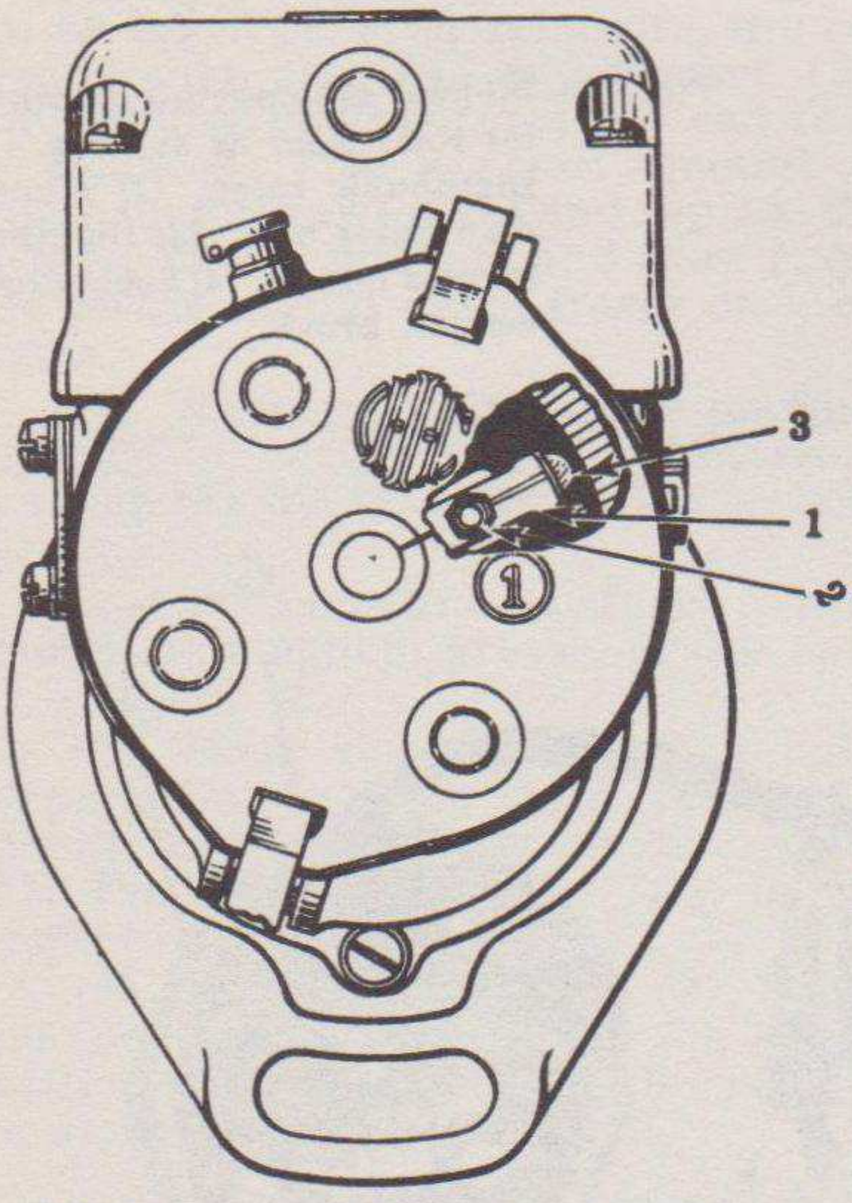

Fig. 15—Loosen nut (2) to adjust distributor rotor arm (1) as close to all four distributor cap inserts (3) as actually possible without actually rubbing.
(3) To adjust the rotor arm, loosen the nut (2), Fig. 15, and move the arm to the point where the outside end just clears the vertical portion of the distributor cap inserts (3).